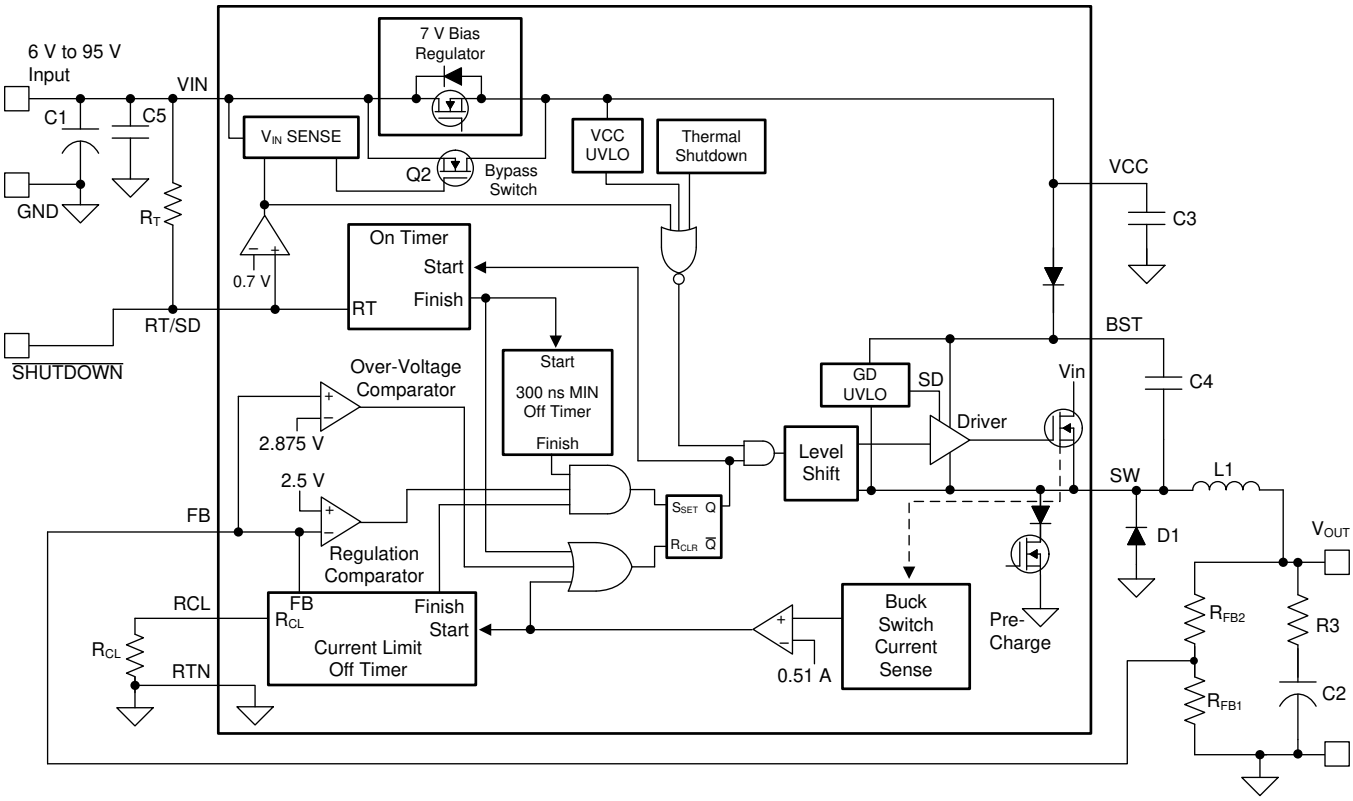

图 50. Functional Block Diagram
The output voltage (V_{OUT}) is programmed by two external resistors as shown in 图 50. The regulation point can be calculated with 公式 7.
The LM5008A regulates the output voltage based on ripple voltage at the feedback input, requiring a minimum amount of ESR for the output capacitor C2. A minimum of 25 mV to 50 mV of ripple voltage at the feedback pin (FB) is required for the LM5008A. In cases where the capacitor ESR is too small, additional series resistance may be required (R3 in the *图 50*).
The high voltage bias regulator is integrated within the LM5008A. The input pin (VIN) can be connected directly to line voltages between 6 V and 95 V, with transient capability to 100 V. Referring to the *图 50*, when V_{IN} is between 6 V and the bypass threshold (nominally 8.5 V), the bypass switch (Q2) is on, and V_{CC} tracks V_{IN} within 100 mV to 150 mV. The bypass switch on-resistance is approximately 100 Ω, with inherent current limiting at approximately 100 mA. When V_{IN} is above the bypass threshold Q2 is turned off, and V_{CC} is regulated at 7 V. The V_{CC} regulator output current is limited at approximately 9.2 mA. When the LM5008A is shut down using the RT/SD pin, the V_{CC} bypass switch is shut off regardless of the voltage at V_{IN}.